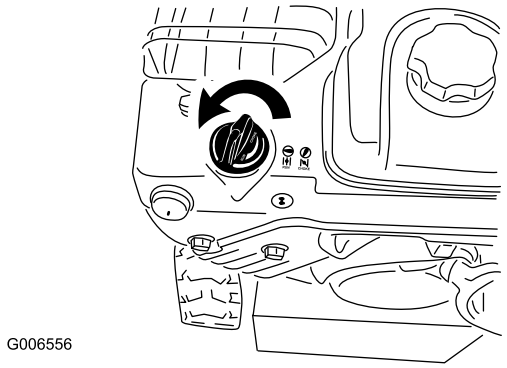

**Figure 28**
5. Rotate the choke to the Choke position (Figure 28).